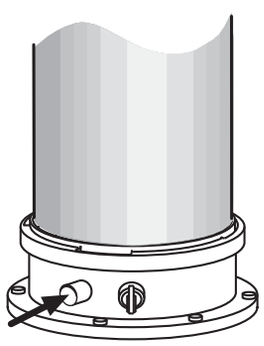

Bild 48 Abgasmessstutzen
- ▶ Stopfen am Abgasmessstutzen (→ Bild 48, [1]) entfernen.